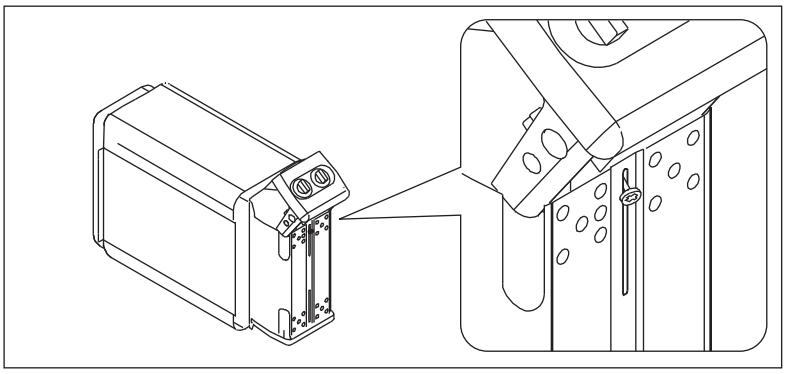

Рисунок 8. Подключение соединительного кабеля
4. Когда кабель присоединен, торцевая часть с приборами управления осторожно возвращается в электрокоробку. См. рис. 8. Перед затяжкой крепежного шурупа убедитесь, что край электрокоробки находится в дне паза торцевой части.
- Каменка гибким проводом подсоединяется к соединительной коробке (рис. 8: A) на стене сауны. Соединительная коробка должна быть брызгозащищенной и находиться на расстоянии не выше 500 мм от пола.
- В качестве кабеля (рис. 8: B) следует использовать резиновый кабель типа H07RN-F или подобный. **ВНИМАНИЕ! Использование кабеля с ПВХ-изоляцией запрещено вследствие его разрушения под воздействием тепла.**